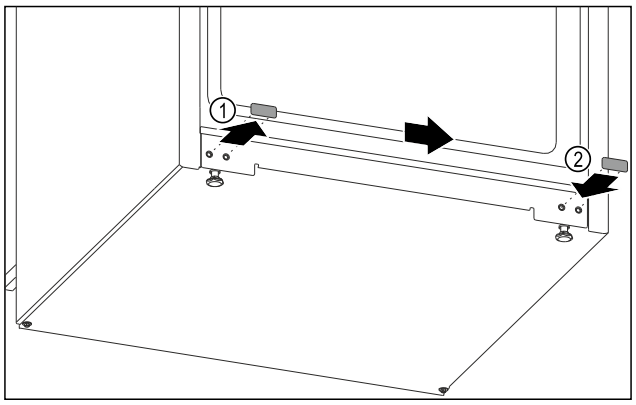

*Fig. 12*
- ▶ Extrageți dopurile de acoperire. *Fig. 12 (1)*
- ▶ Montați dopurile de acoperire pe partea opusă. *Fig. 12 (2)*